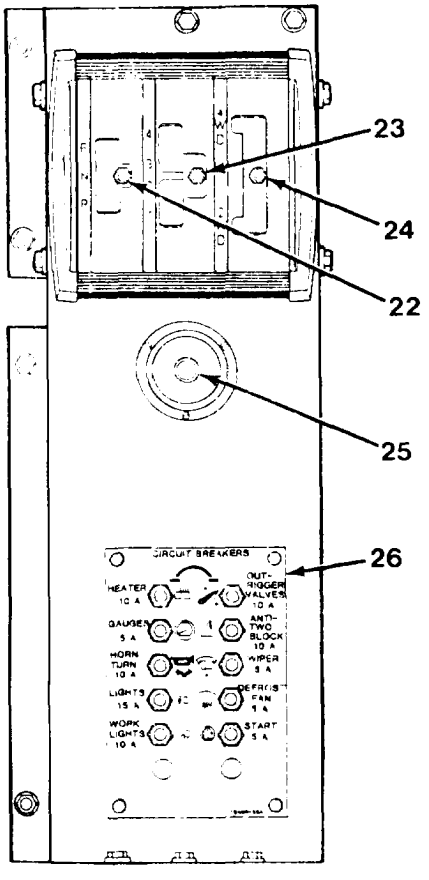

Figure 4-7. *Right Hand*
22. **Forward-Neutral-Reverse Shift Lever selects** direction of travel. Must always be in neutral when starting engine and making crane lifts (Figure 4-7),